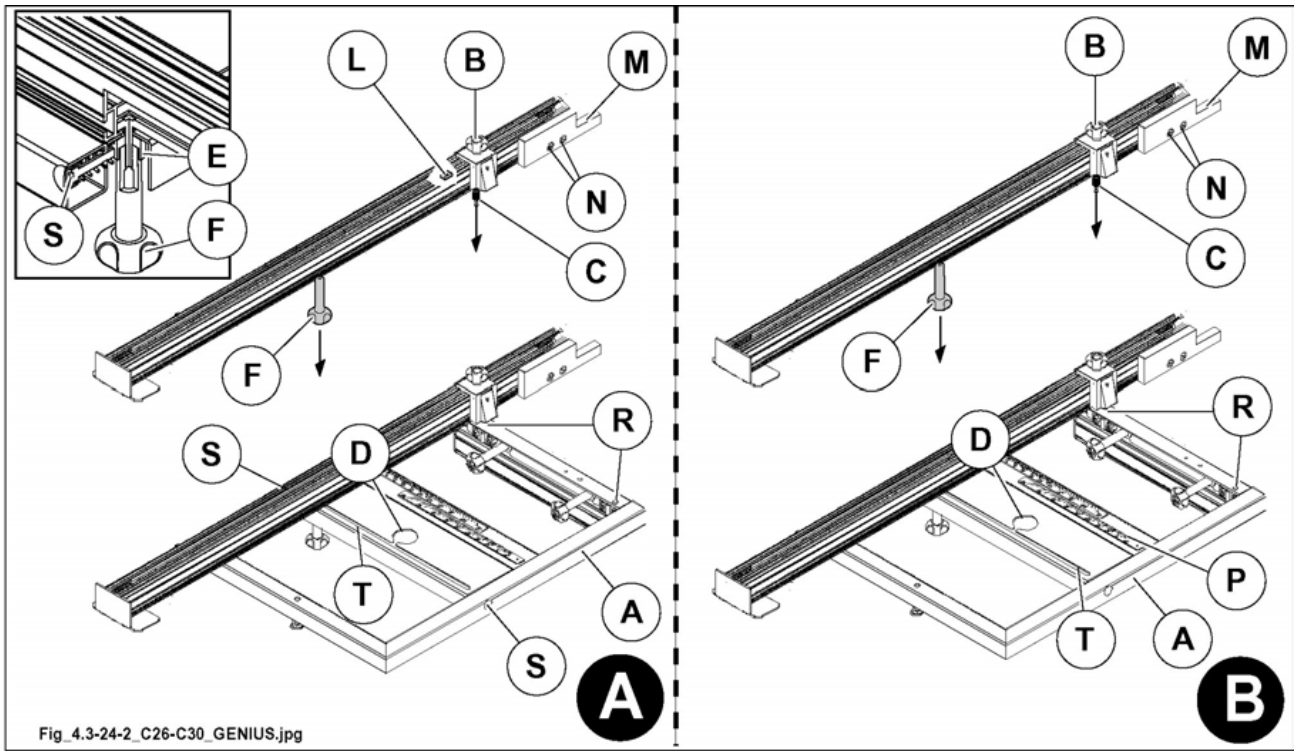

Fig. 4.3-24-2
2) For use, position the ruler referring to the plate (P fig. 4.3-24-2).
3) Tighten the knob (F fig. 4.3-24-2).
When the chip guard (M fig. 4.3-24-2) is worn, bring it up to the saw blade by loosening the two screws (N fig. 4.3-24-2).